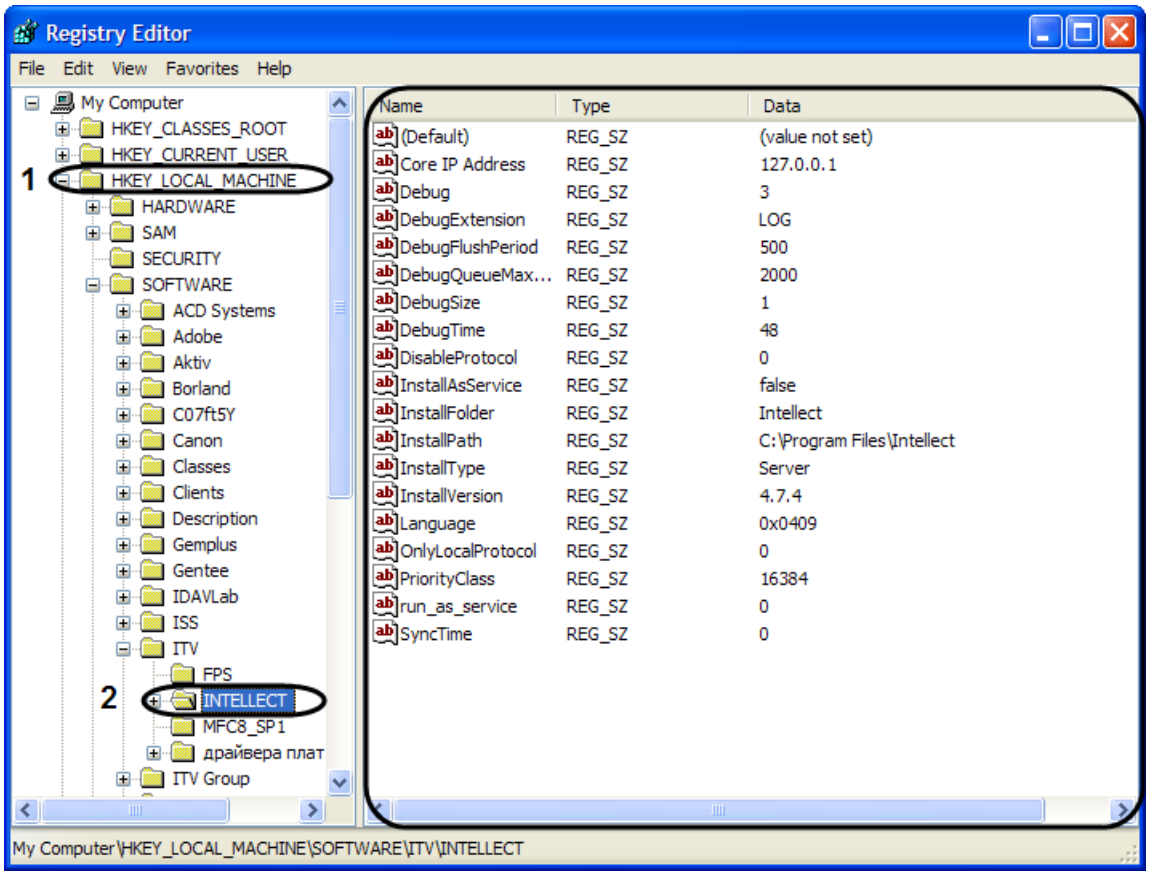

Figure 13.1-18. Selecting a folder in the tree
1. Select the required branch and click the plus icon (Figure 13.1-18). All folders (keys) inside this branch will be displayed.